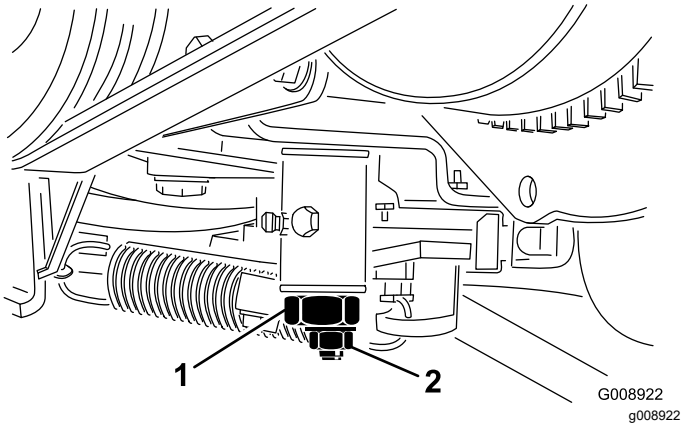

Figuur 66
3. Draai de borgmoer op de afstelnok van de tractie los (Figuur 66).